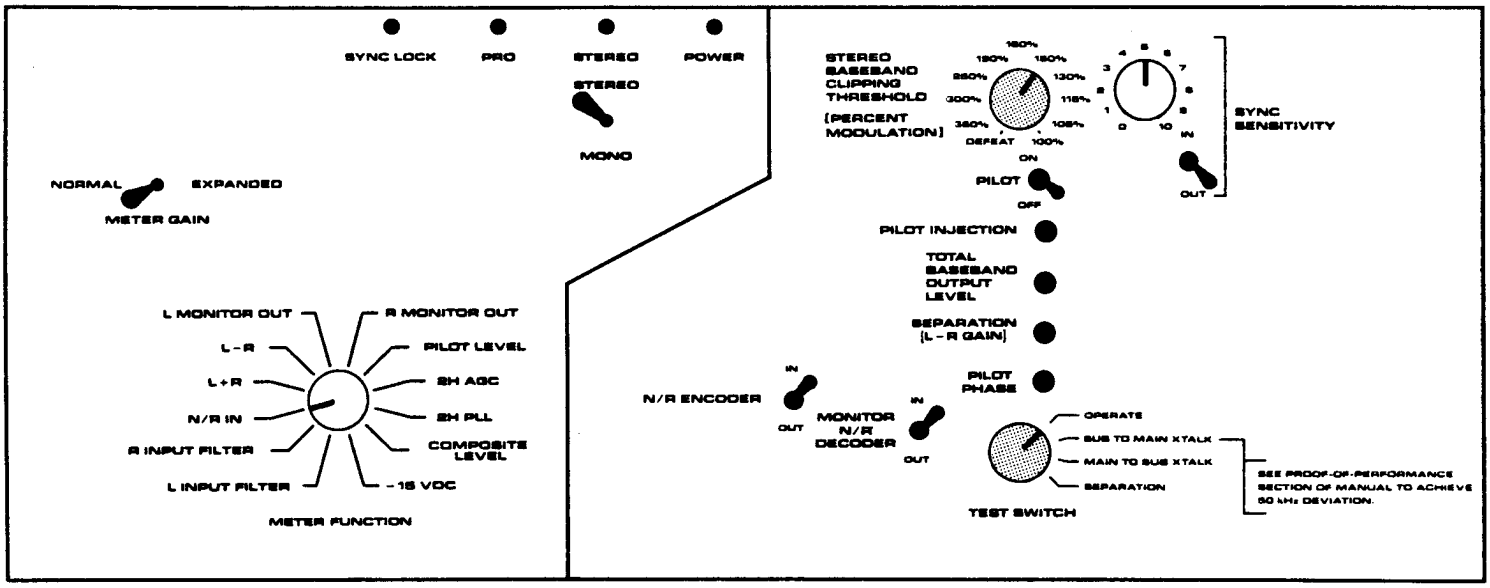

Figure 12: Control Settings for Step 19
a) Set the controls as shown in Figure 12.